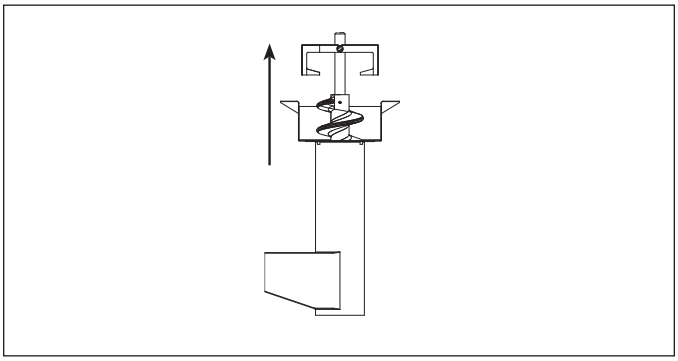

Figure 15.
D. Remove auger from screen by lifting up (see Figure 15).